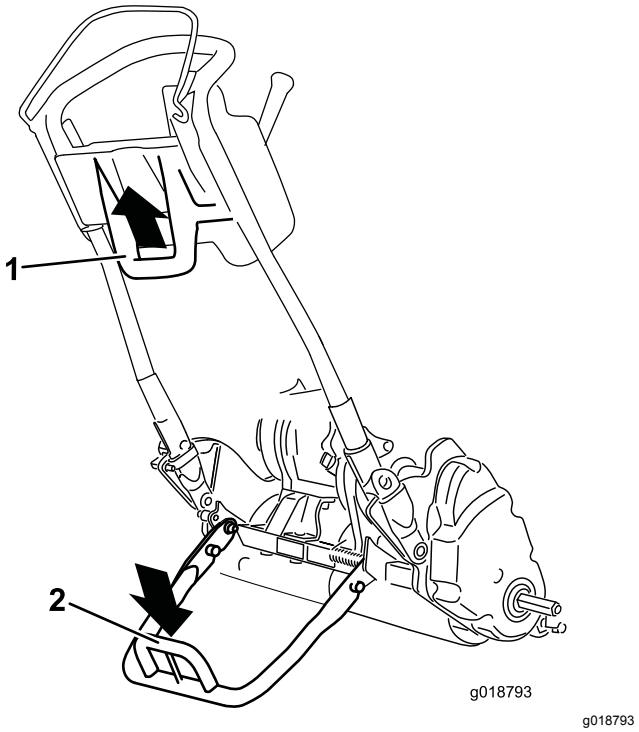

**Rysunek 28**
- Aby użyć podpórki w celu zamontowania kół transportowych, opuść ją na ziemię i stań na pętli podpórki, równocześnie ciągnąc w górę i do tyłu za dolny, środkowy uchwyt urządzenia (Rysunek 28).